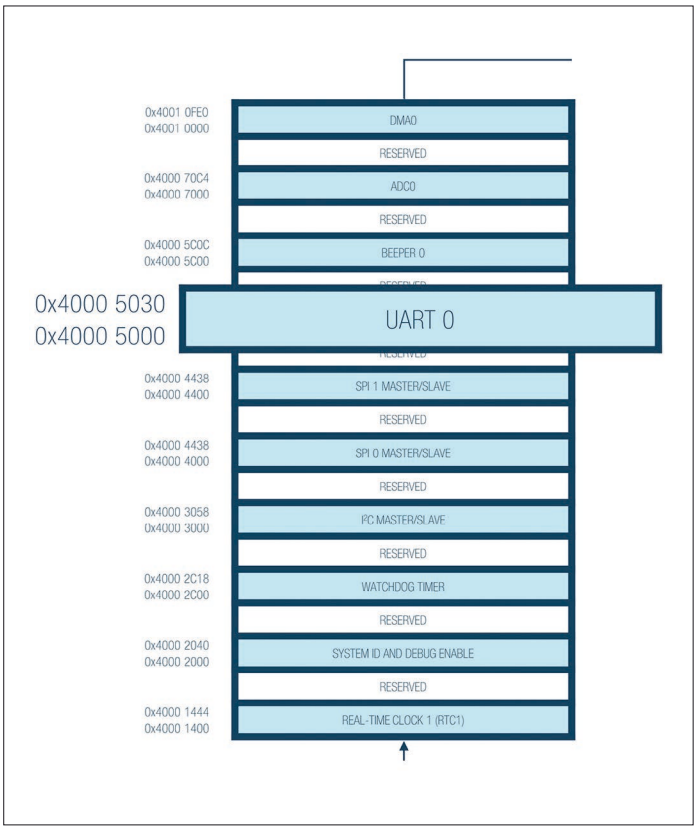

Bild 15: Speicherabbild eines Mikrocontrollers
2. Prüfen Sie die UART-Adresse im Speicherabbild (Bild 15).